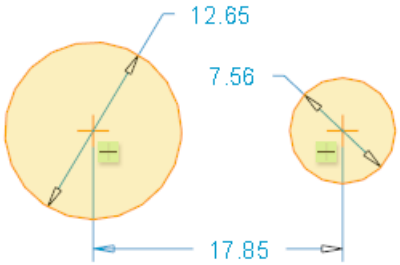

Figure 2-37 *Two collinear circles drawn using the* ***Centre and Point*** *tool*
b. Draw the sketch by using the sketcher tools, refer to Figures 2-37 through 2-40.
Figure 2-37 shows the two collinear circles drawn by using the **Center and Point** tool.
As evident from Figure 2-37, the tangents that are drawn intersect the circles at the point where they meet the circle. Therefore, the part of the circle that is not required can be dynamically trimmed.